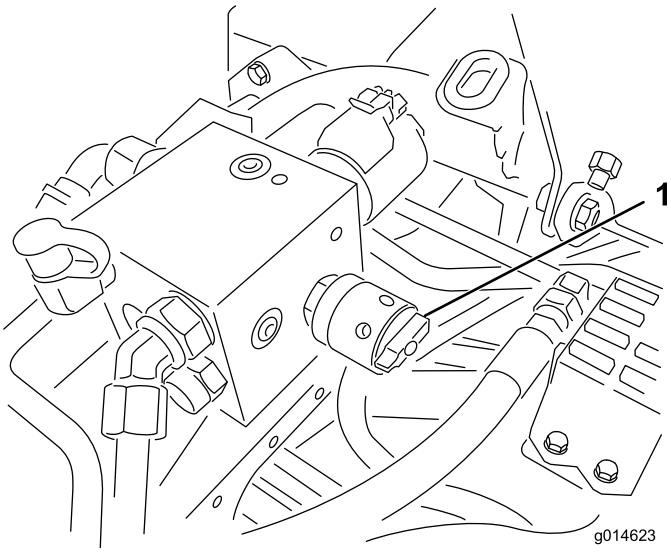

**Figuur 39**
4. Om het toerental in te stellen, draait u aan de knop (Figuur 39) tot de wijzer de gewenste instelling aangeeft.